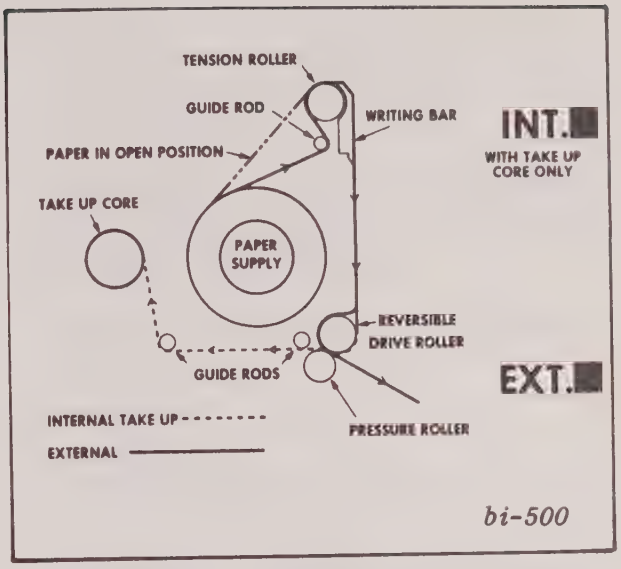

FIGURE 6-1 LOADING CHART PAPER
10. Position chart paper over writing bar, down over writing table behind reversible drive roller, then out between pressure roller and drive roller. This is for external operation (Figure 6-1).
For internal rewind, thread paper in front of reversible drive roller, back over pressure roller, under guide rods, then attach to top of takeup core (Figure 6-1).